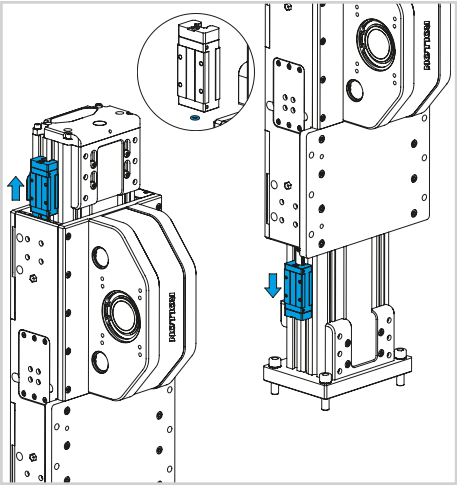

图 21
3) 滑出滑块。如果在该操作过程中，密封圈 OR 被拆掉，则在该过程中，必须在重新组装滑块时重新定位密封圈（见图 21）。